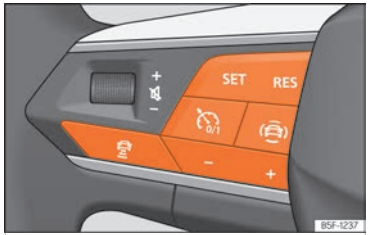

Fig. 118 Al volant multifunció: botons per fer servir l'ACC.
- Premeu la tecla del volant multifunció ››› fig. 118.
- Per començar la regulació premeu la tecla **SET** ››› fig. 118.
Per programar la velocitat, premeu els botons + o – ››› fig. 118 fins a la velocitat desitjada. L'ajust de la velocitat es realitza en intervals de 10 km/h (5 mph).
- Premeu la tecla i, a continuació, la tecla + o – ››› fig. 118.
- Premeu breument la tecla ››› fig. 118 o trepitgeu el pedal del fre.